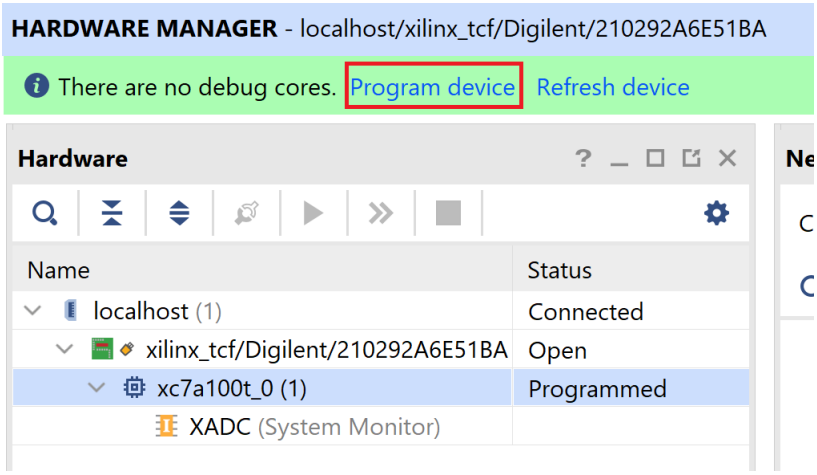

Figura 16. Captura de pantalla del *Hardware Manager* con *Program Device* resaltado en rojo.
3. Después de pocos segundos, si la tarjeta de desarrollo está encendida y el cable no está roto, el entorno de desarrollo identifica la FPGA de la tarjeta. Sólo resta pulsar en *Program Device* (Figura 16).